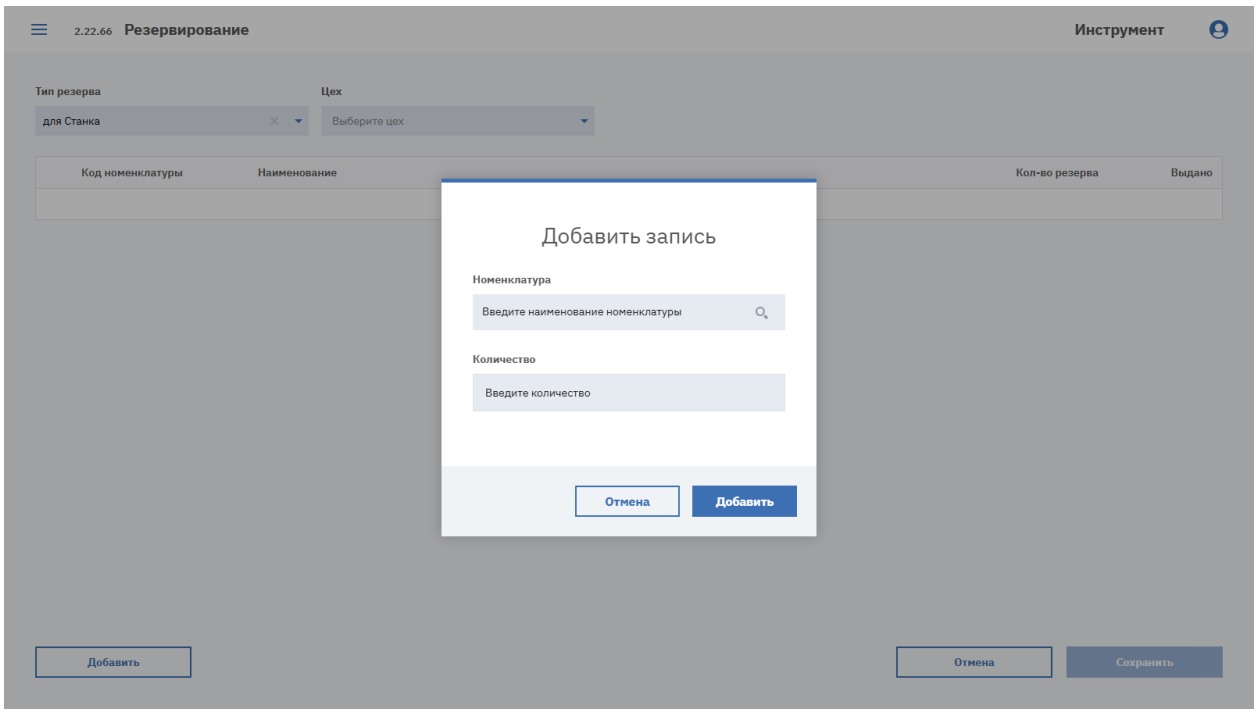

Рисунок 164. Окно «Добавить запись» карточки резерва
4. Нажмите кнопку «Добавить». В окне «Добавить запись» в поле «Номенклатура» начните ввод наименования и выберите номенклатуру, укажите «Количество» и нажмите кнопку «Добавить» (см. Рисунок 164). Повторите для остальных позиций.